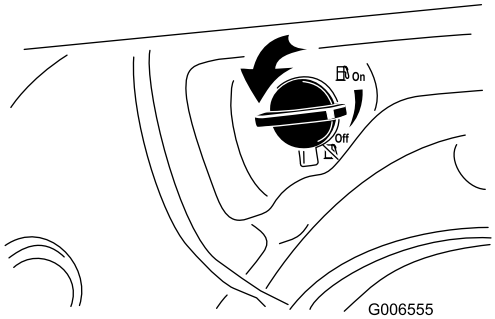

Figur 20
2. Drej brændstofafbryderventilen en kvart omgang mod uret for at åbne den (Figur 20).